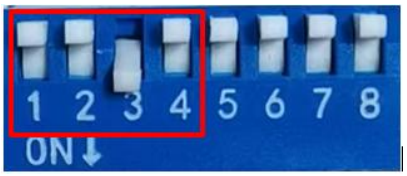

图 6.5 内部电位器开环拨码开关设置
- 将拨码开关设置为 SW4=OFF（选择开环运行模式），SW1=OFF，SW2=OFF，SW3=ON（选择内部电位器控制方式），如图 6.5。